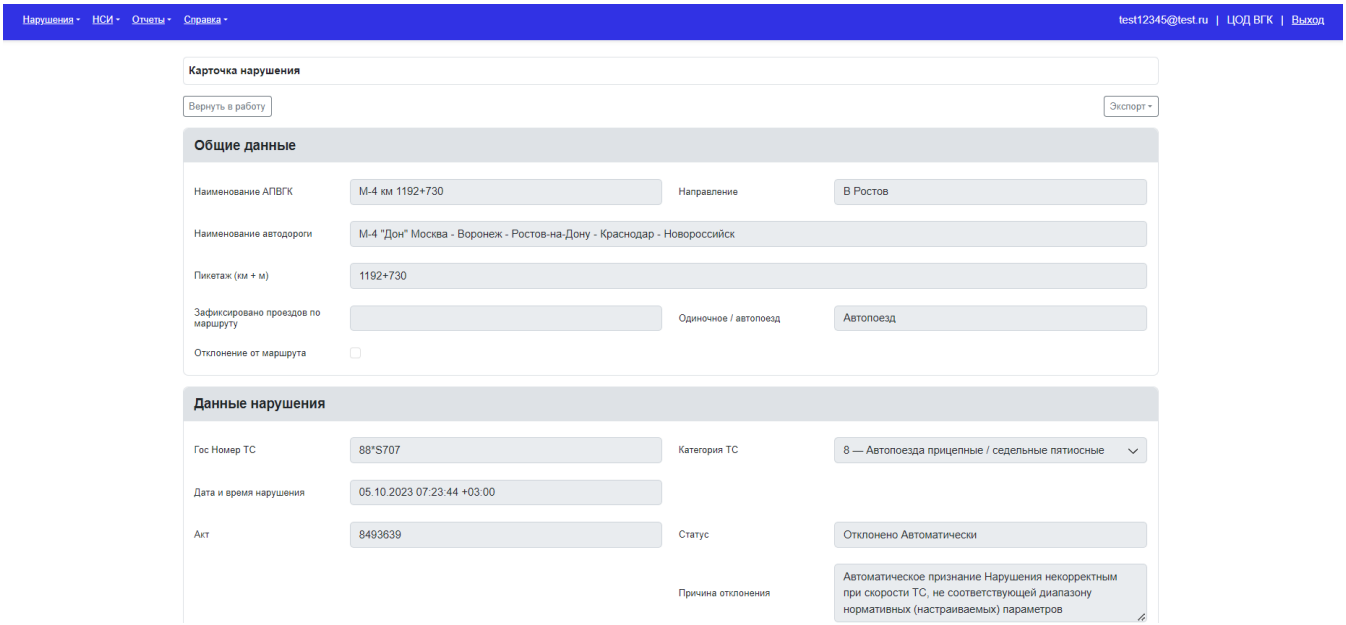

Рисунок 202 – Карточка нарушения в статусе «Отклонено автоматически»
4. В карточке нарушения нажать кнопку «Венуть в работу» (Рисунок 202);